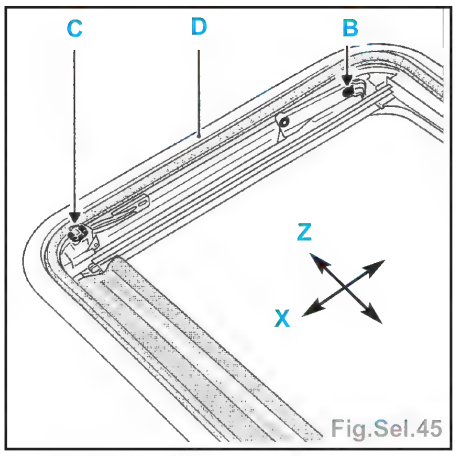

Fig.Sel.45
- Déposer ces vis et dégager l'avant (1) du panneau mobile des deux bras d'entraînement (B) (Fig.Sel.45).
- Tirer ensuite le panneau vers l'avant (2) afin de dégager les patins (C) des rails de guidage.
- 2 vis de fixation (A), possibilité de réglage en X,
- 2 pions fixes (B) de positionnement en Z du panneau mobile,
- 2 patins de guidage (C).
- Les patins de guidage (C) doivent être positionnés comme sur la Fig.Sel.45.
- S'assurer du centrage du panneau mobile par rapport au joint d'étanchéité (D) avant serrage des vis de fixation (A).
- S'assurer également de la propreté du joint d'étanchéité (D) et celle de sa portée sur le panneau mobile.